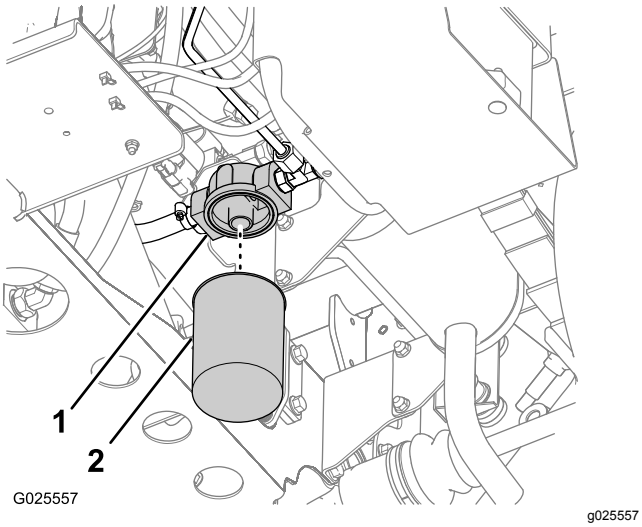

图81
2. 清洁过滤器安装区周围的区域图81。
3. 在滤清器下面放置一个放油盘图81。
4. 逆时针旋转滤清器然后将其取出图81。
5. 清洁滤芯适配器的过滤器安装座的安装表面图81
7. 将滤芯拧入滤芯适配器直至滤芯垫片接触到适配器的安装座表面图81然后将滤芯再拧紧 1/2 圈图81。